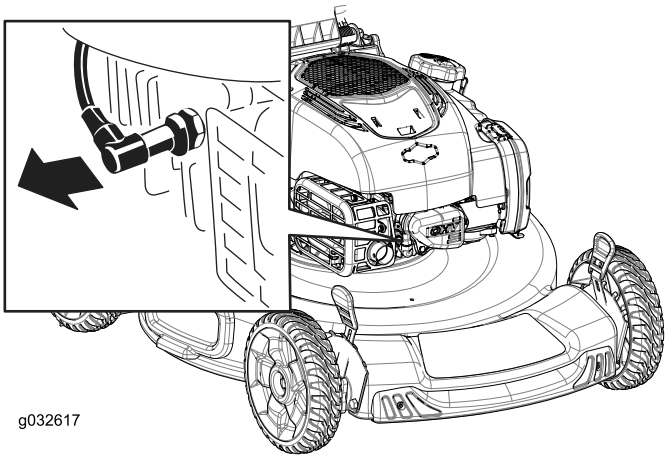

Figura 29
2. Desligue o fio da vela da ignição da vela da ignição (Figura 29) antes de executar qualquer procedimento de manutenção.